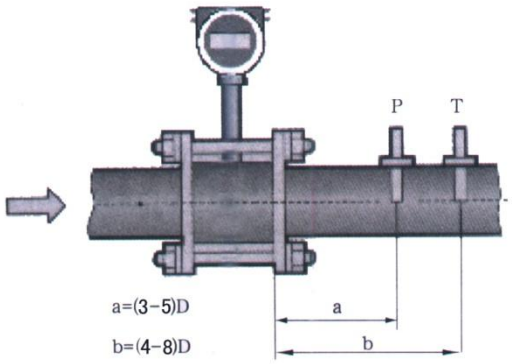

图 7　温度、压力安装点示意图
- PT100 铂电阻应安装在流量计下游 4~8D 处（如图 7 所示），在选好的位置上开一个 25mm 圆孔，把铂电阻底座垂直或倾斜焊在开好的圆孔上，把铂电阻装在底座上并确保密封可靠无泄露。
- 压力变送器应安装在流量计下游 3~5D 处（如图 7 所示），开孔的位置应使弯管装好后垂直地面。在选好的位置上开一个 20mm 圆孔，把弯管的一头垂直焊在开好的圆孔上，把配套阀门拧在弯管的另一头上，阀门的上端装上压力变送器，阀门的两端应密封可靠确保无泄露。如果测量高温介质应提前把弯管灌上水，防止因温度过高损伤压力变送器。